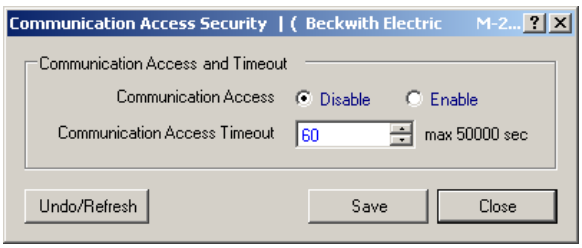

Figure 4-21 Communication Access Security Setup Dialog Screen
1. Select **Communication/Setup/ Communication Access Security** from the TapTalk toolbar. TapTalk will display the "Communication Access Security" dialog screen (Figure 4-21).